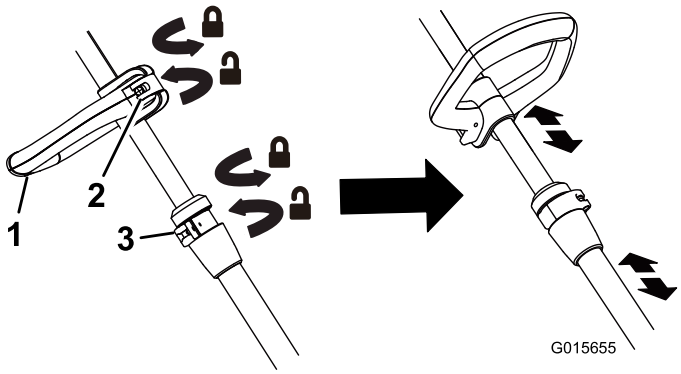

Figure 4
- Pour régler la hauteur de la poignée auxiliaire, ouvrez le verrou de la poignée auxiliaire, montez ou descendez la poignée à la hauteur voulue, puis fixez-la en place en refermant le verrou (Figure 4).
- Pour régler la hauteur de la débroussailleuse, ouvrez le verrou de réglage, puis faites coulisser l'arbre de haut en bas à la hauteur voulue avant de le fixer en position avec le verrou (Figure 4).